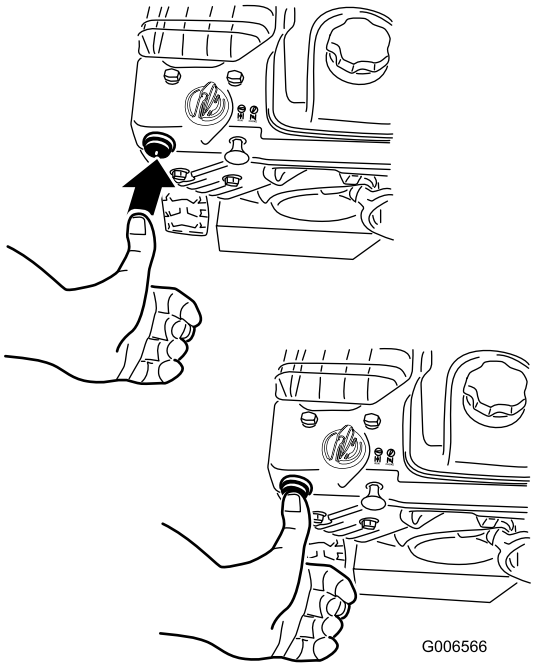

Rysunek 21
4. Mocno naciśnij pompkę kciukiem 2 razy (powyżej -9°C) lub 4 razy (poniżej -9°C), za każdym razem przytrzymując pompkę wciśniętą przez sekundę (Rysunek 21).